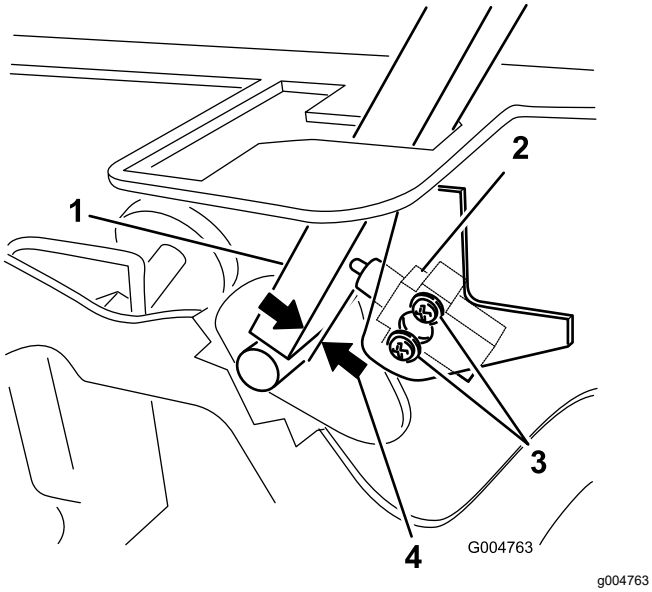

**Figuur 86**
3. Draai de 2 schroeven los waarmee de interlockschakelaar is vastgezet (Figuur 86).
4. Houd de rijhendel tegen het frame en beweeg de schakelaar in de richting van de hendel totdat de afstand tussen de hendel en de schakelaarbehuizing 0,4 tot 1 mm is; zie (Figuur 86).